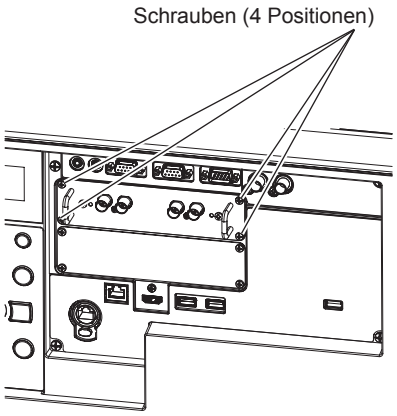

Abb. 3
3) Fixieren Sie die Schnittstellenkarte. (Abb. 3)